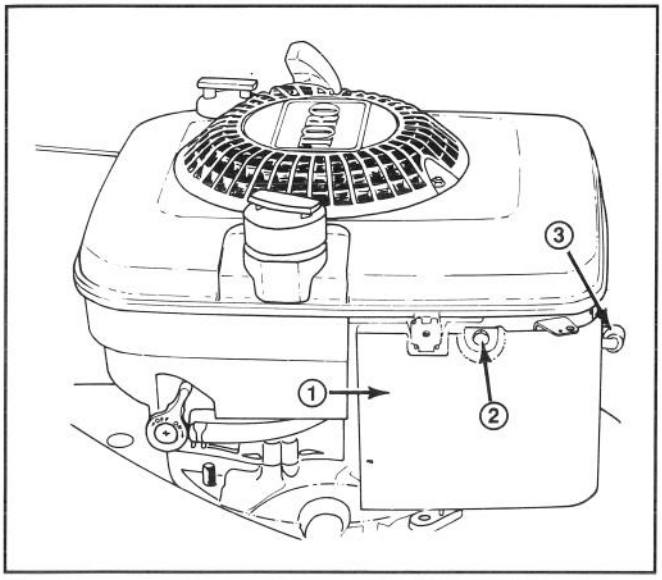

**Afbeelding 15**
**2.** Verwijder de schroef waarmee het luchtfilterdeksel aan de motor is bevestigd (Afb. 15). Licht het deksel op en maak het grondig schoon.